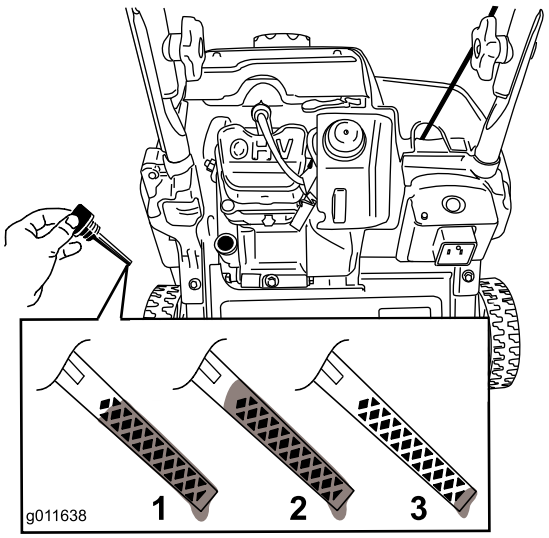

Figur 13
8. Information om rätt oljenivå på oljestickan finns i Figur 13.
Obs: Fyll på olja i vevhuset tills oljestickan visar rätt oljenivå enligt Figur 13. Om du fyller på för mycket olja i motorn tar du bort överflödig olja så som beskrivs i Byta ut motoroljan.